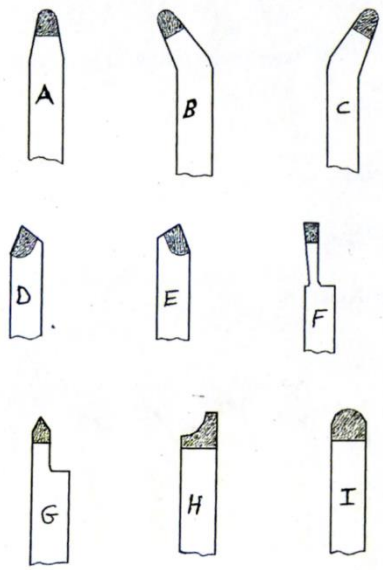

FIGURE 2
8.1 The sketches in FIGURE 2 below show cutting tools labelled A to I. Name each tool by writing only the answer next to the letter (A–I) in the ANSWER BOOK.